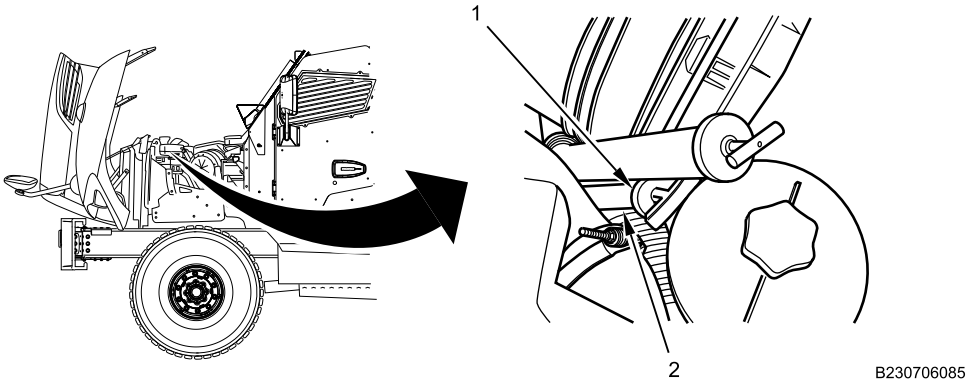

Figure 1. Transmission Dipstick.
1. Remove transmission dipstick (Figure 1, Item 1) from dipstick tube (Figure 1, Item 2).